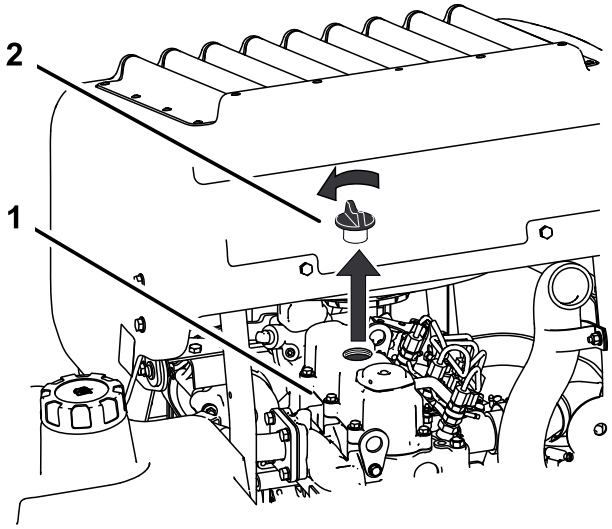

**Figuur 46**
6. Verwijder de vuldop op de bovenkant van de motor (Figuur 46). Hierdoor kan de olie makkelijker weglopen.
2. Verwijder de vuldop en de peilstok (Figuur 46).